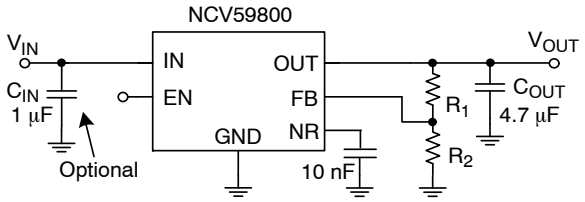

Figure 3. Typical Application Schematics
The NCV59800 regulator is equipped with Noise Reduction pin (NR) for noise sensitive applications. A noise reduction capacitor (C_{NR}) at the NR pin bypasses noise generated by the bandgap reference. This family of regulators offers sub-bandgap output voltages, current limit, and thermal protection, and is fully specified from –40 °C to +125 °C. assuming resistors with zero error. For the actual design, pay attention to any resistor error factors. Figure 3 gives the Typical Application Schematics.